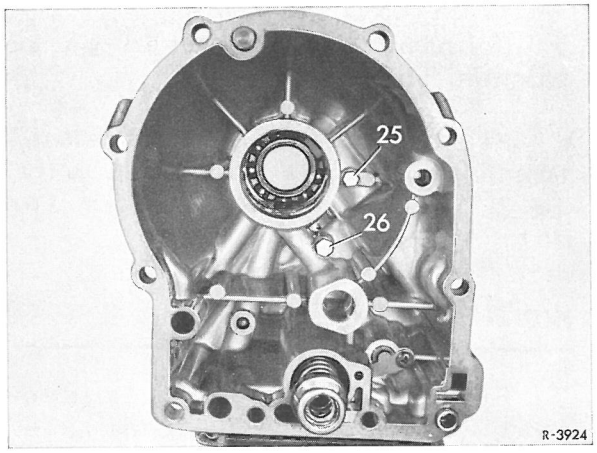

Fig. 27-1o/1
2 Klemskrue til speedometerdrev (25) skrues ud (fig. 27-1o/1).